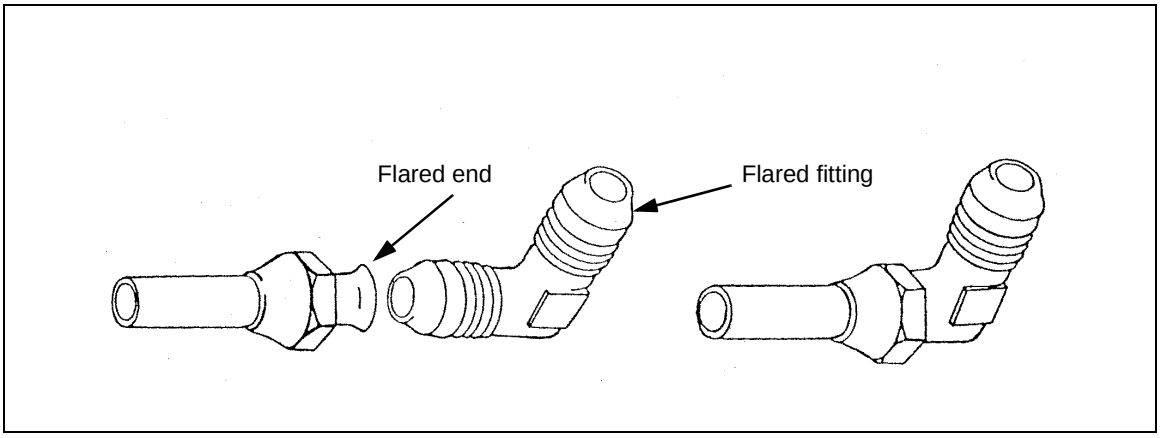

Figure 6-38. Flared Joint
Step 4. Slide the flare/compression nut up to the flared end and screw it on the fitting hand tight, then tighten the flare/compression nut (*Figure 6-38).*